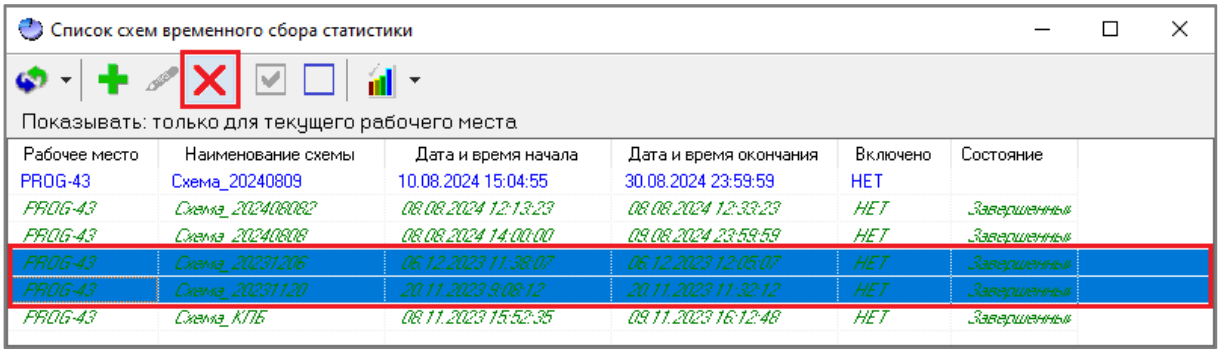

Рисунок 12-126 Удаление схем ВСС через панель инструментов окна "Список схем временного сбора статистики"
– либо нажмите кнопку «Удалить схему(ы)» на панели инструментов (см. п. 12.6.1.1) окна «Список схем временного сбора статистики» (см. Рисунок 12-126);